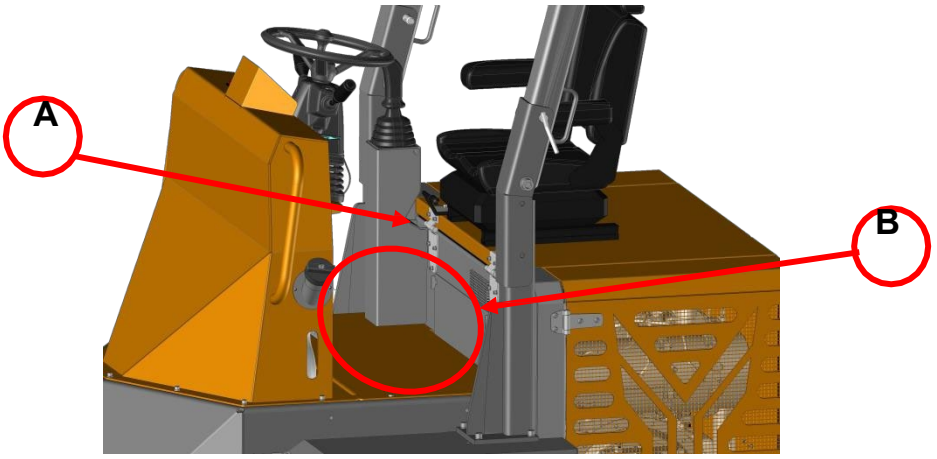

Figure 31. plate-forme d'accès au filtre à huile
c. Marchepied - accès au filtre à huile : pour ouvrir cette plateforme, utilisez la clé Allen n° 5 et retirez d'abord le boîtier du joystick (Figure 31 - A), puis retirez la plateforme B avec la même clé Allen.